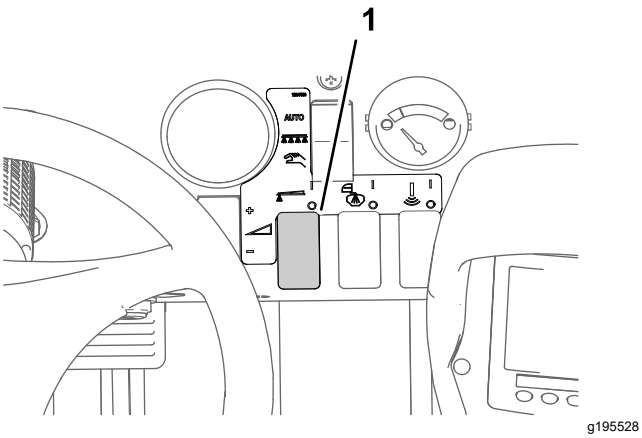

Figur 42
8. Använd spruthastighetsomkopplaren för att erhålla önskat tryck enligt anvisningarna i munstycksguiden som medföljer grässpridaren (Figur 42).